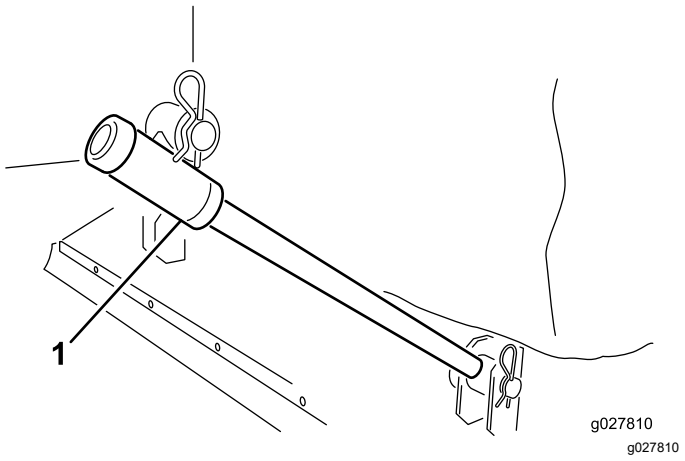

Figura 2
2. Fate scorrere i bracci di traino sui perni della struttura. Fissate ciascun braccio di traino alla struttura con una rondella e una coppiglia (Figura 2).